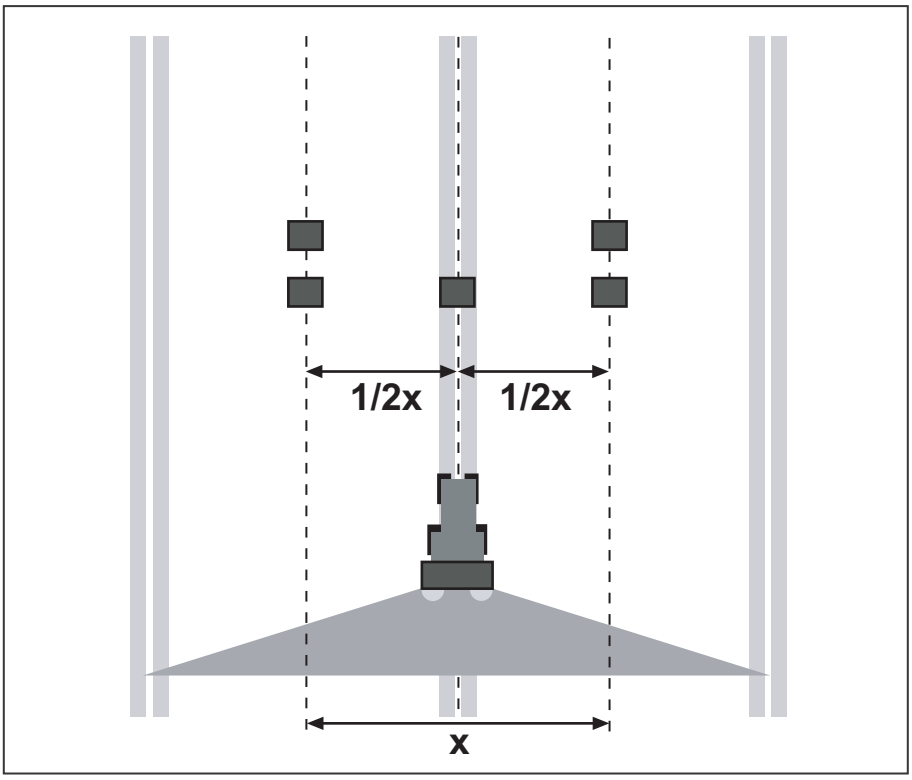

Rysunek 7.23: Ustawienie dla jednego przejazdu
- Po dwa misy przechwytujące ustawić jedną za drugą w odległości **1 m** w strefach nakładania się (między ścieżkami przejazdu) oraz jedną misę na torze jazdy (zgodnie z rysunek 7.23).